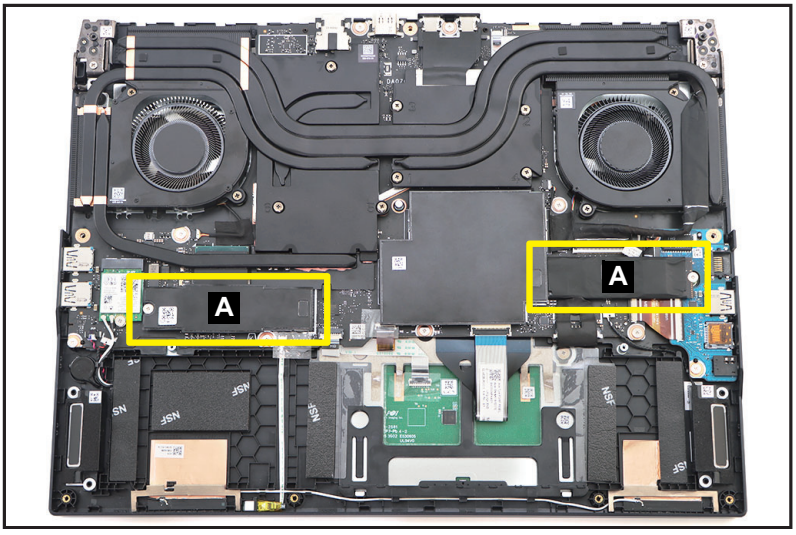

Figure 1-15. SSD Modules Location
1. Find the SSD modules (A) on the top assembly (Figure 1-15).